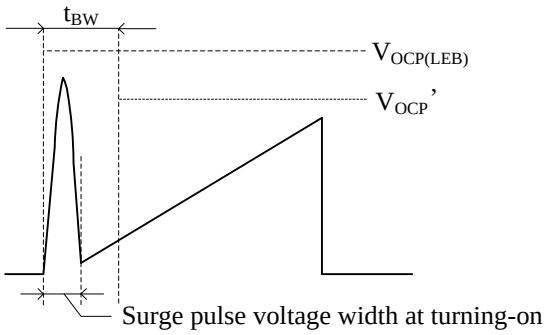
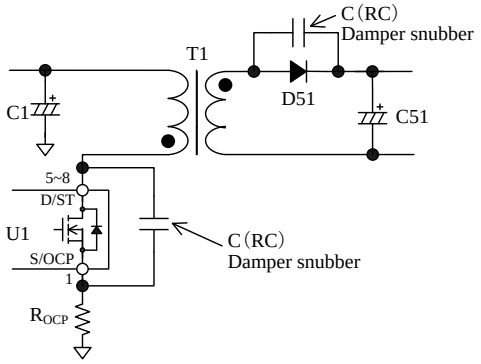

Figure 10-12. S/OCP Pin Voltage
Figure 10-13. Damper Snubber
During the leading edge blanking time, the OCP threshold voltage becomes $V_{OCP(LEB)}$ = 1.69 V which is higher than the normal OCP threshold voltage as shown in Figure 10-12. Changing to this threshold voltage prevents the IC from responding to the surge voltage in
When the power MOSFET turns on, the surge voltage width of the S/OCP pin should be less than t_{BW}, as shown in Figure 10-12. In order to prevent surge voltage, pay extra attention to R_{OCP} trace layout (see Section 11.2). In addition, if a C (RC) damper snubber of Figure 10-13 is used, reduce the capacitor value of damper snubber.